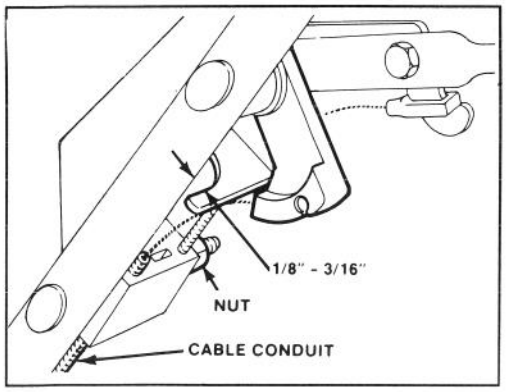

Figure 22
2. CHECK ADJUSTMENT (Fig. 22) Move control bar toward handle until slack in wire is removed. Gap between brake lever and handle must be 1/8"-3/16". See step 3 for adjustment.
3. ADJUST CABLE CONDUIT—Loosen nut on cable bracket (Fig. 22). Insert 1/8"-3/16" object between brake lever and handle. Pull down on cable conduit until all slack is removed from wire. Then tighten nut.